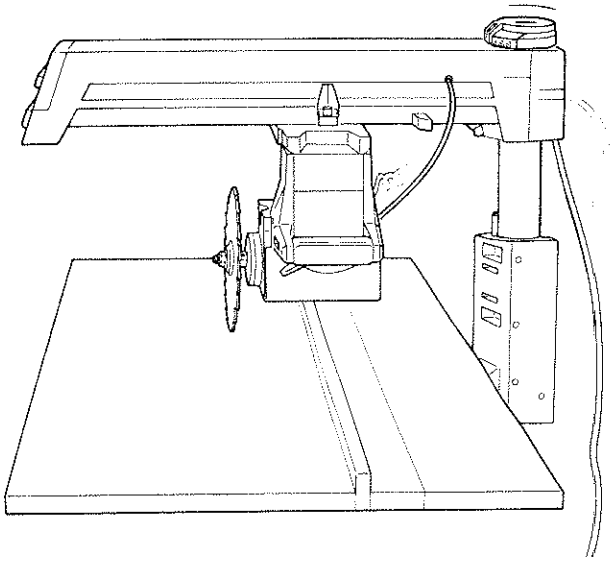

Fig. 63 - Out-rip Position
1. Unlock the *swivel lock* and turn the *motor* to the out-rip position with the *motor* between the *blade* and *fence.* (Figure 63)